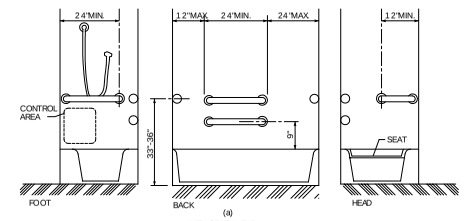

FIG. 34
4.20.3 SEAT. AN IN-TUB SEAT OR A SEAT AT THE HEAD END OF THE TUB SHALL BE PROVIDED AS SHOWN IN FIG. 34. THE STRUCTURAL STRENGTH OF SEATS AND THEIR ATTACHMENTS SHALL COMPLY WITH 4.26.3. SEATS SHALL BE MOUNTED SECURELY AND SHALL NOT SLIP DURING USE.
4.20.4 GRAB BARS. GRAB BARS COMPLYING WITH 4.26 SHALL BE PROVIDED AS SHOWN IN FIG. 34.
4.20.5 CONTROLS. FAUCETS AND OTHER CONTROLS COMPLYING WITH 4.27.4 SHALL BE LOCATED AS SHOWN IN FIG. 34.
4.21.2 SIZE & CLEARANCE. EXCEPT AS SPECIFIED IN 9.1.2, SHOWER STALL SIZE AND CLEAR FLOOR SPACE SHALL COMPLY WITH FIG. 34 (a) OR (b). THE SHOWER STALL IN FIG. 34 (b) WILL FIT INTO THE SPACE REQUIRED FOR A BATHTUB.
4.21.4 GRAB BARS. GRAB BARS COMPLYING WITH 4.26 SHALL BE PROVIDED AS SHOWN IN FIG. 34.
4.21.5 CONTROLS. FAUCETS AND OTHER CONTROLS COMPLYING WITH 4.27.4 SHALL BE LOCATED AS SHOWN IN FIG. 34. IN SHOWER STALLS 36" BY 36" (915 mm BY 915 mm) ALL CONTROLS, FAUCETS, AND THE SHOWER UNIT SHALL BE MOUNTED ON THE SIDE WALL OPPOSITE THE SEAT.